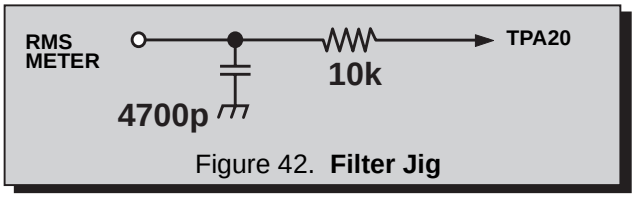

Figure 42. **Filter Jig**
1. Connect an RMS meter with filter jig as shown in Fig. 42.